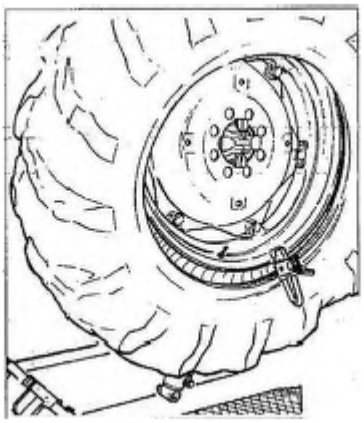

Рис. 29
21) Поднимите колесо снова и прикрепите зажим РС за пределами второго борта примерно на 20 см справа от клапана. (см. рис. 29.)